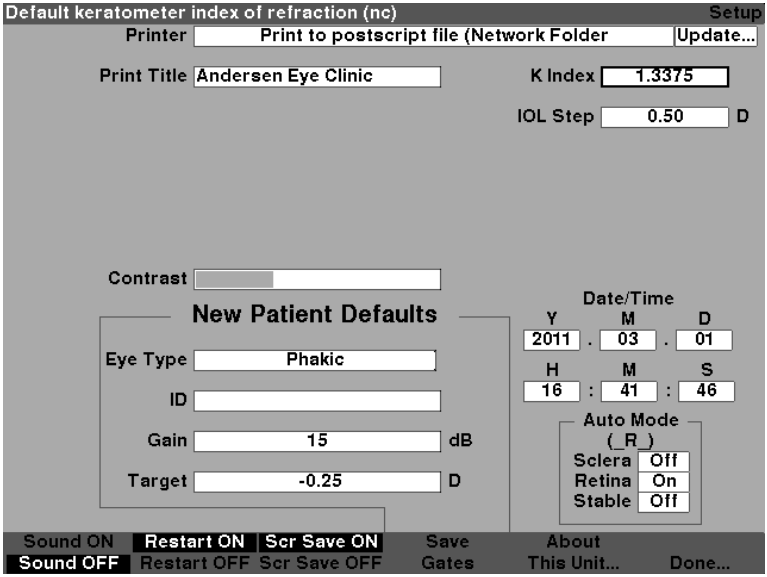

Figure 5-55 K Index Field Selected
1. Within the Setup Screen, rotate the knob to select the K Index field, indicated by a solid black border as shown in figure 5-55.